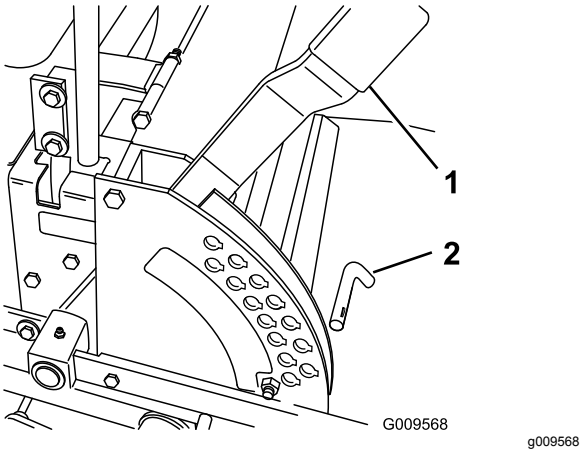

Bild 28
1. Heben Sie den Schnitthöhenhebel in die TRANSPORT-Stellung (entspricht der Schnitthöheneinstellung von 127 mm) (Bild 28).
2. Entfernen Sie den Splint zum Einstellen der Schnitthöhe aus der Schnitthöhenhalterung (Bild 28).
3. Wählen Sie ein Loch in der Schnitthöhen-halterung, das der gewünschten Schnitthöhe entspricht, und stecken Sie den Lastösenbolzen wieder ein (Bild 28).